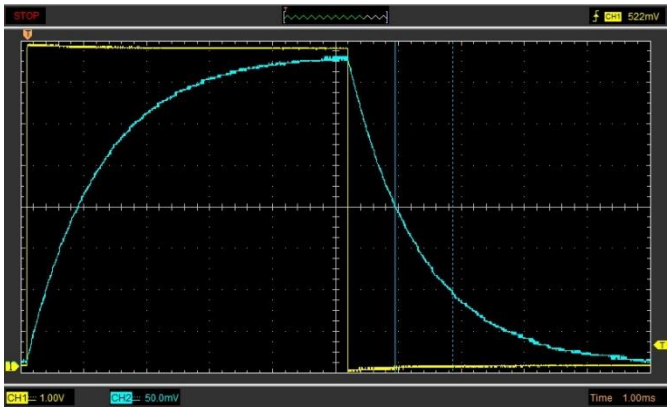

Fig. 4: Am Oszilloskop aufgezeichneter Spulenstrom (blaue Kurve) beim Ein- und Ausschalten.
Fig. 4 zeigt beispielhaft das Oszillogramm beim Ein- und Ausschalten der Gleichspannung. Die gelbe Kurve (CH1) zeigt den zeitlichen Verlauf der Spannung, die über dem gesamten Ohm'schen Widerstand (s. Gl. (4)) abfällt, die blaue Kurve (CH2) den zeitlichen Verlauf des Spulenstroms.